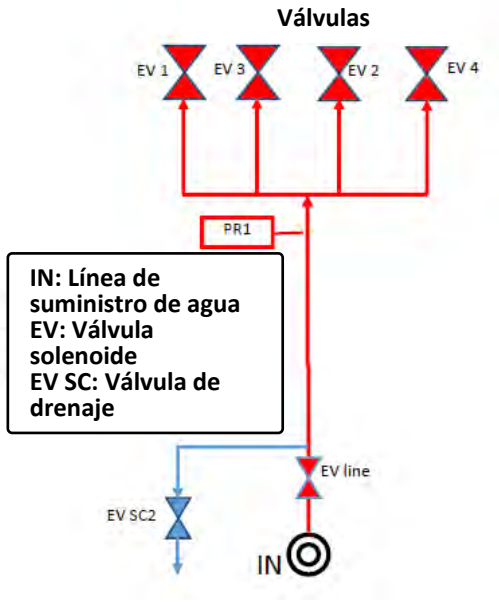

Figura 4: Sistema de funcionamiento SPRAY SYSTEM EVOLUTION agua
A)_SPRAY SYSTEM EVOLUTION (Figura 4) que contempla solo un sistema que pulveriza agua tratada en los intercambiadores de calor. Dicha configuración se recomienda cuando el intercambiador está destinado a funcionar casi siempre en condiciones "DRY" (seco) con el sistema SPRAY destinado solo a cubrir picos de temperatura hasta un máximo de 300 horas de funcionamiento al año.